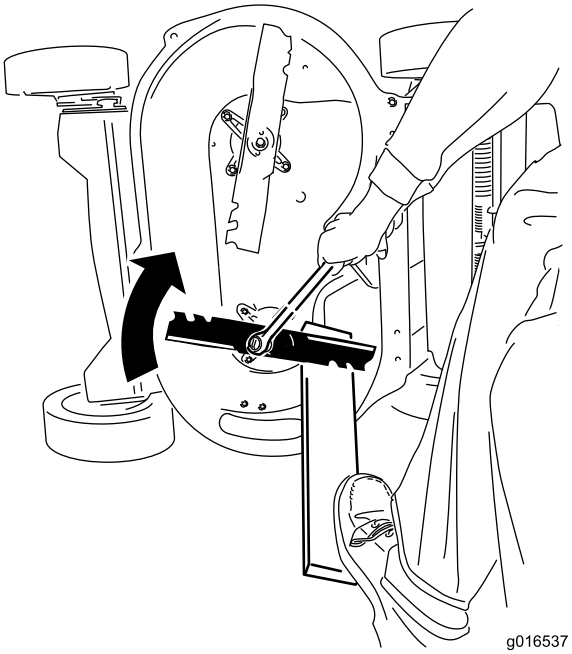

Figura 34
2. Fissate ogni lama con una tavola e ruotate in senso antiorario con una chiave torsiometrica come mostrato in Figura 34; serrate ogni bullone della lama a 82 Nm.